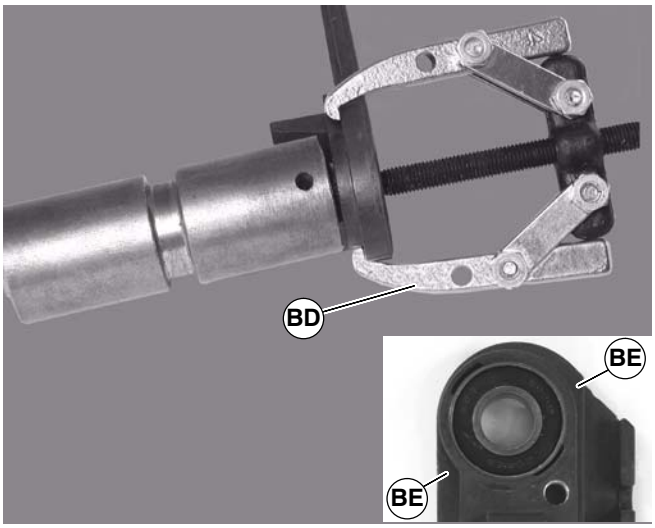

Figure 33
4. With bearing removal tool, (BD of Figure 33), part number 807–1078, remove head plate from idler shaft. Connect tool jaws at indicated points (BE).